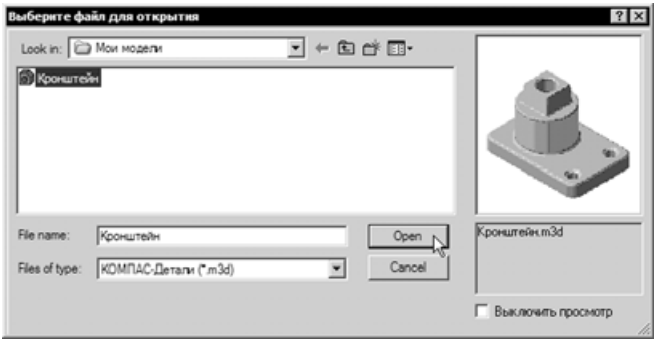

Рис. 3.6
- Нажмите кнопку **Стандартные виды** — на экране появится диалог выбора модели. Откройте документ Кронштейн.m3d из папки Мои модели (рис. 3.6).